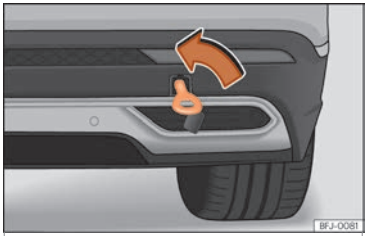

Fig. 101 Sul lato destro del paraurti posteriore: occhiello di traino avvitato.
- Avvitare l'occhiello di traino nell'alloggiamento, ruotandolo fino in fondo **in senso antiorario** ››› fig. 101 ››› ❗. Utilizzare un oggetto idoneo per avvitare completamente e saldamente l'occhiello di traino nel suo alloggiamento.